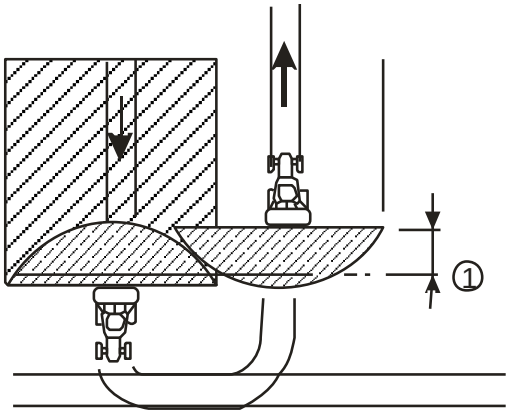

Rys. 3
- podczas przejazdu roboczego należy utrzymać stałą prędkość agregatu i stałe obroty wału przekaźnikowego (540 obr/min), zwracać uwagę aby kolejne przejazdy wykonywać w tych samych odległościach wynikających z szerokości roboczej rozsiewacza (rys. 3) i nakładania się pasów rozsiewu, przy włączaniu i wyłączaniu aparatu dozującego na końcach pola należy uwzględnić zasięg rozsiewanego pasa tyłu ① .